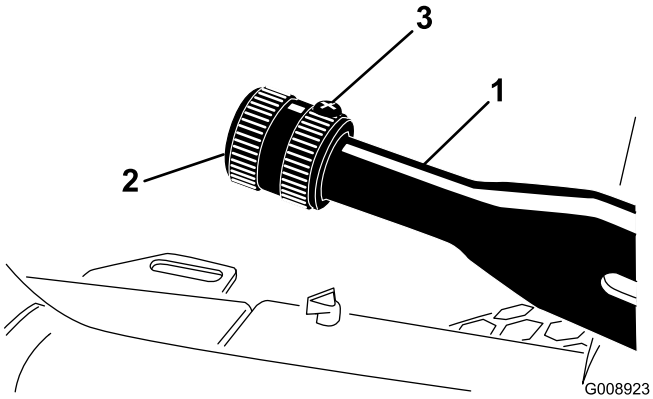

Figuur 52
1. Draai de stelschroef los waarmee de knop is bevestigd aan de parkeerremhendel (Figuur 52).